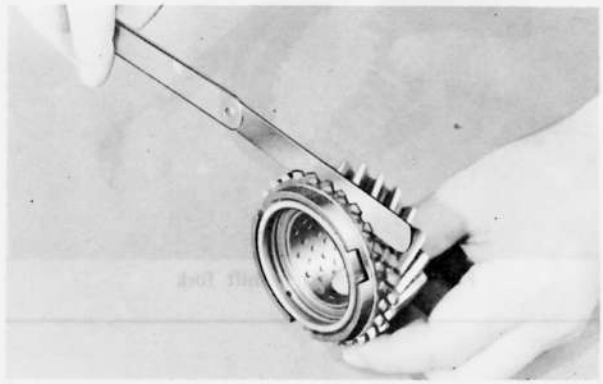

Fig. 7–10 Checking synchronizer ring
2. Inspect the synchronizer ring for wear. To check the wear of the synchronizer ring, fit the synchronizer ring evenly to the gear cone and measure the clearance between the side faces of the synchronizer ring and the gear with a feeler gauge, as shown in Fig. 7–10. If it is **less than 0.8 mm (0.031 in),** replace the synchronizer ring or gear. The standard clearance is 1.5 mm (0.059 in).